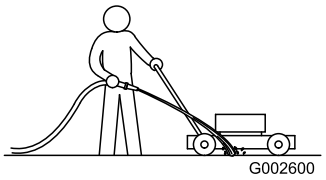

Figur 39
1. Spruta en vattenstråle framför det **högra** bakhjulet medan motorn är igång och gräsklipparen befinner sig på en flat yta belagd med stenplattor (Figur 39).